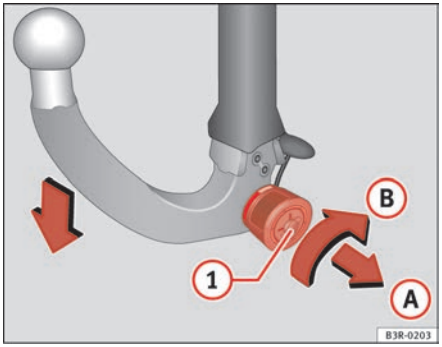
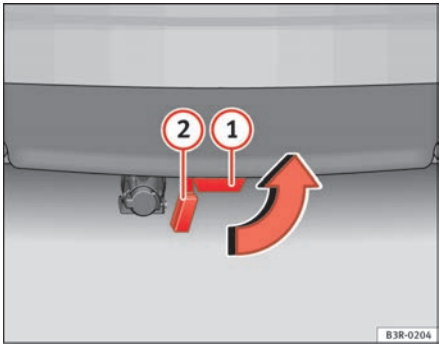

Fig. 164 Removable towing bracket: Removing the ball joint
Fig. 165 Rear bumper: fitting the cover piece
– Insert the key in the lock (1) ⇒ fig. 164 on the knob.
- Take hold of the ball joint and pull out the knob in direction (A).
- Keep hold of the knob and turn it as far as it will go in direction (B).
- Pull the ball joint down out of the mounting fixture (1) ⇒ page 201, fig. 165. The cover piece will cover the mounting fixture automatically (2).